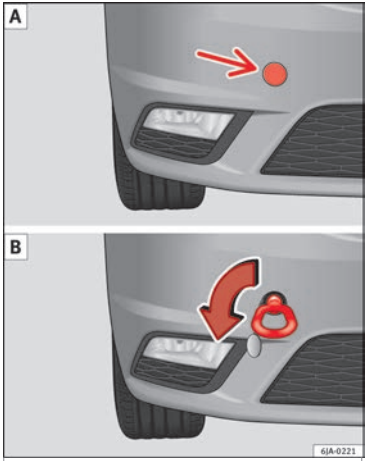

Fig. 85 Front bumper: towline anchorage cover/fitting.
– Press on the left of the cover as indicated by the arrow **»» Fig. 85** A.
– Screw in the towline anchorage anti-clockwise by hand as far as it will go ››› Fig. 85 B.